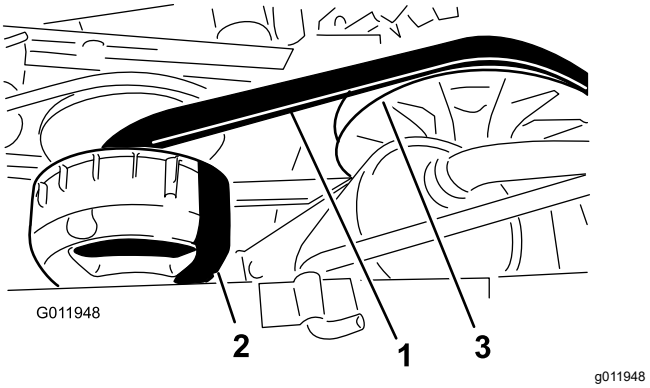

**Figur 69**
4. Vrid på remmen (Figur 69) och kontrollera om den är sliten eller skadad.
3. Vrid remmen och dra den över sekundärkopplingen (Figur 69).
4. Ta bort remmen från primärkopplingen (Figur 69).
5. Placera den nya remmen över primärkopplingen (Figur 69).
6. Vrid remmen och dra den över sekundärkopplingen (Figur 69).